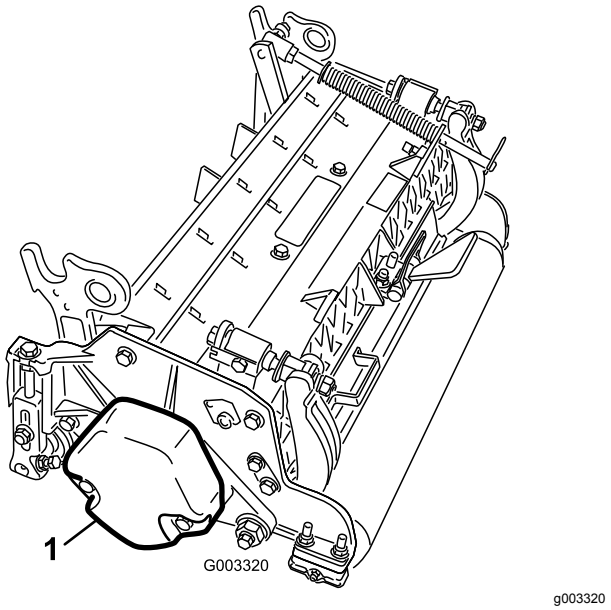

Рисунок 4
4. Убедитесь в том, что противовес (Рисунок 4) установлен с соответствующего конца режущего блока, как описано в *Руководстве по эксплуатации* режущего блока.